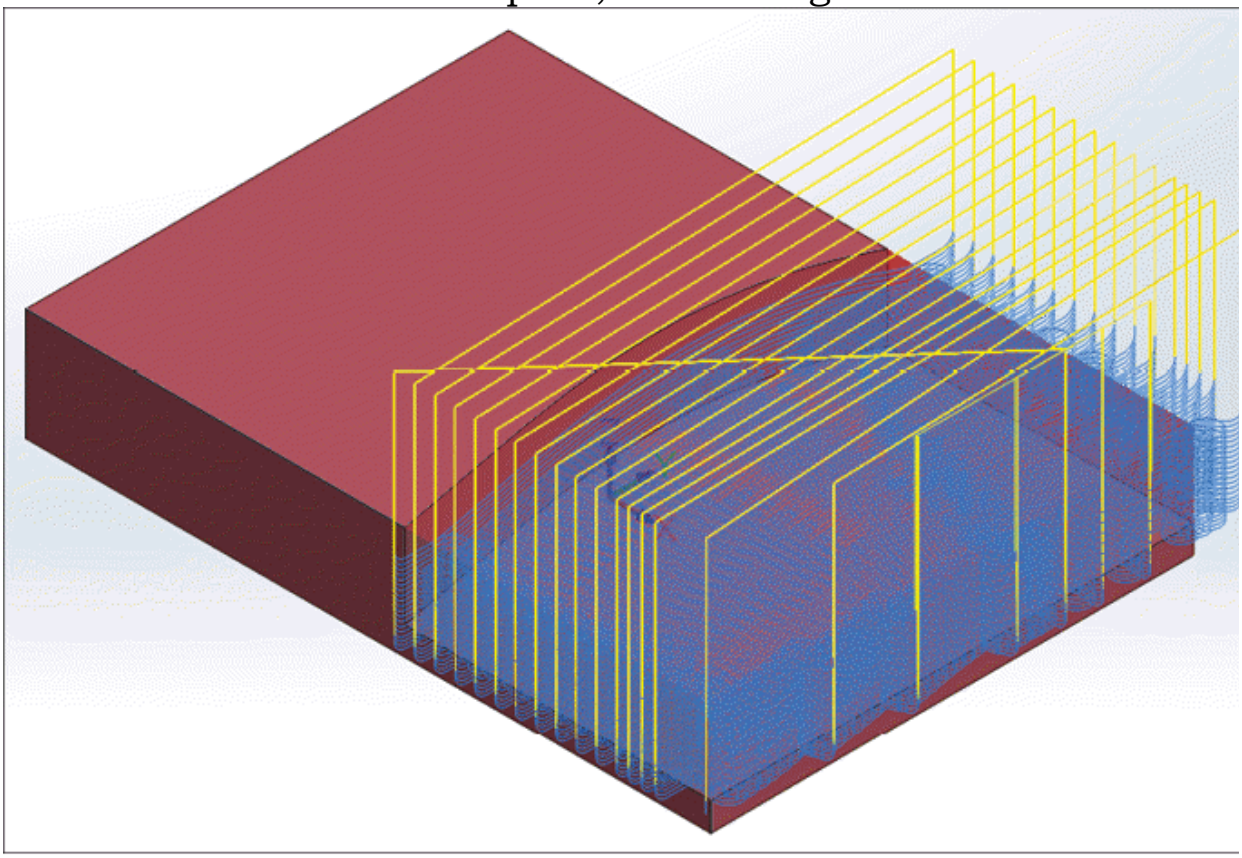

Figure-37. Area rough toolpath
- Similarly, specify the other parameters and click on the **OK** button to create the toolpath; refer to Figure-37.